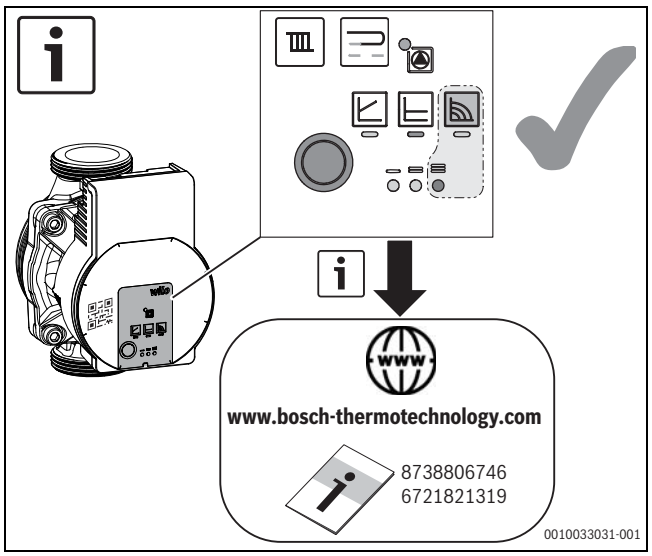

Afb. 13 Instelling van de pomp (voorbeeld)
- Stel de pomp in op stand 3 (→afb. 13).